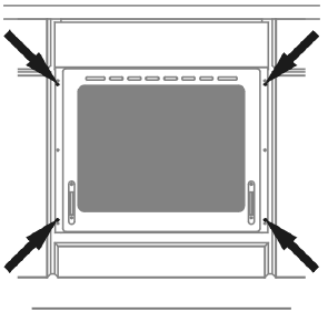

Abbildung 11 Backofen
- Den Backofen vollständig in den Umbauschrank schieben. Mit vier Schrauben an den auf der Skizze Abb.11 dargestellten Stellen in dieser Position sichern.
→ alle 4 Befestigungsschrauben lösen Abb.11